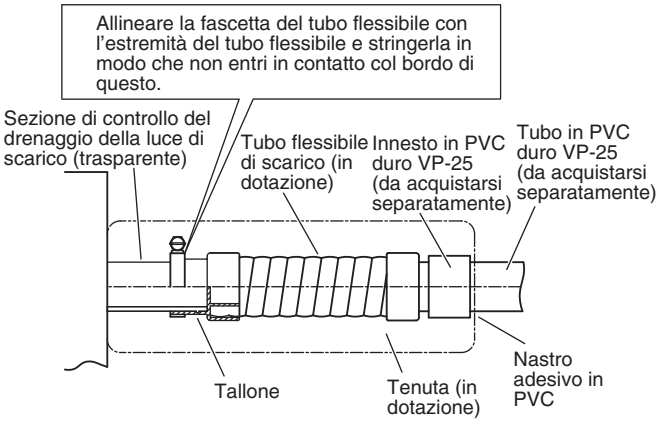

Fig. 3-8
La luce di scarico trasparente di quest'unità permette di controllare l'efficienza di scarico. (Fig. 3-8)
- **Stringere i fermagli del tubo flessibile in modo che i loro dadi di bloccaggio siano rivolti verso l'alto. (Fig. 3-8)**